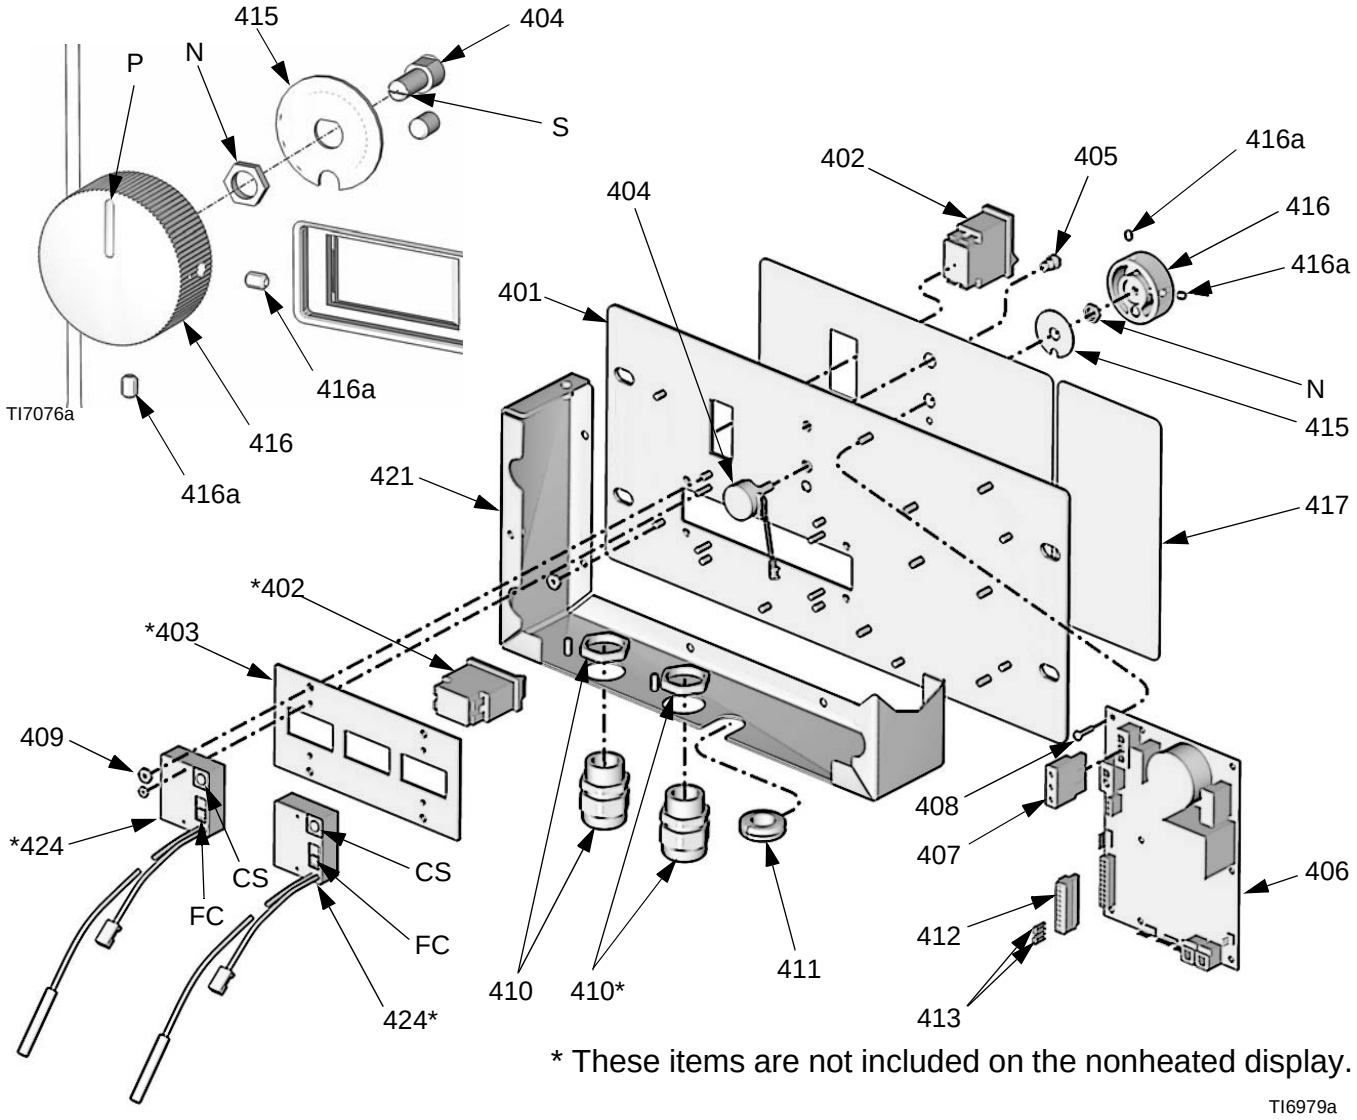
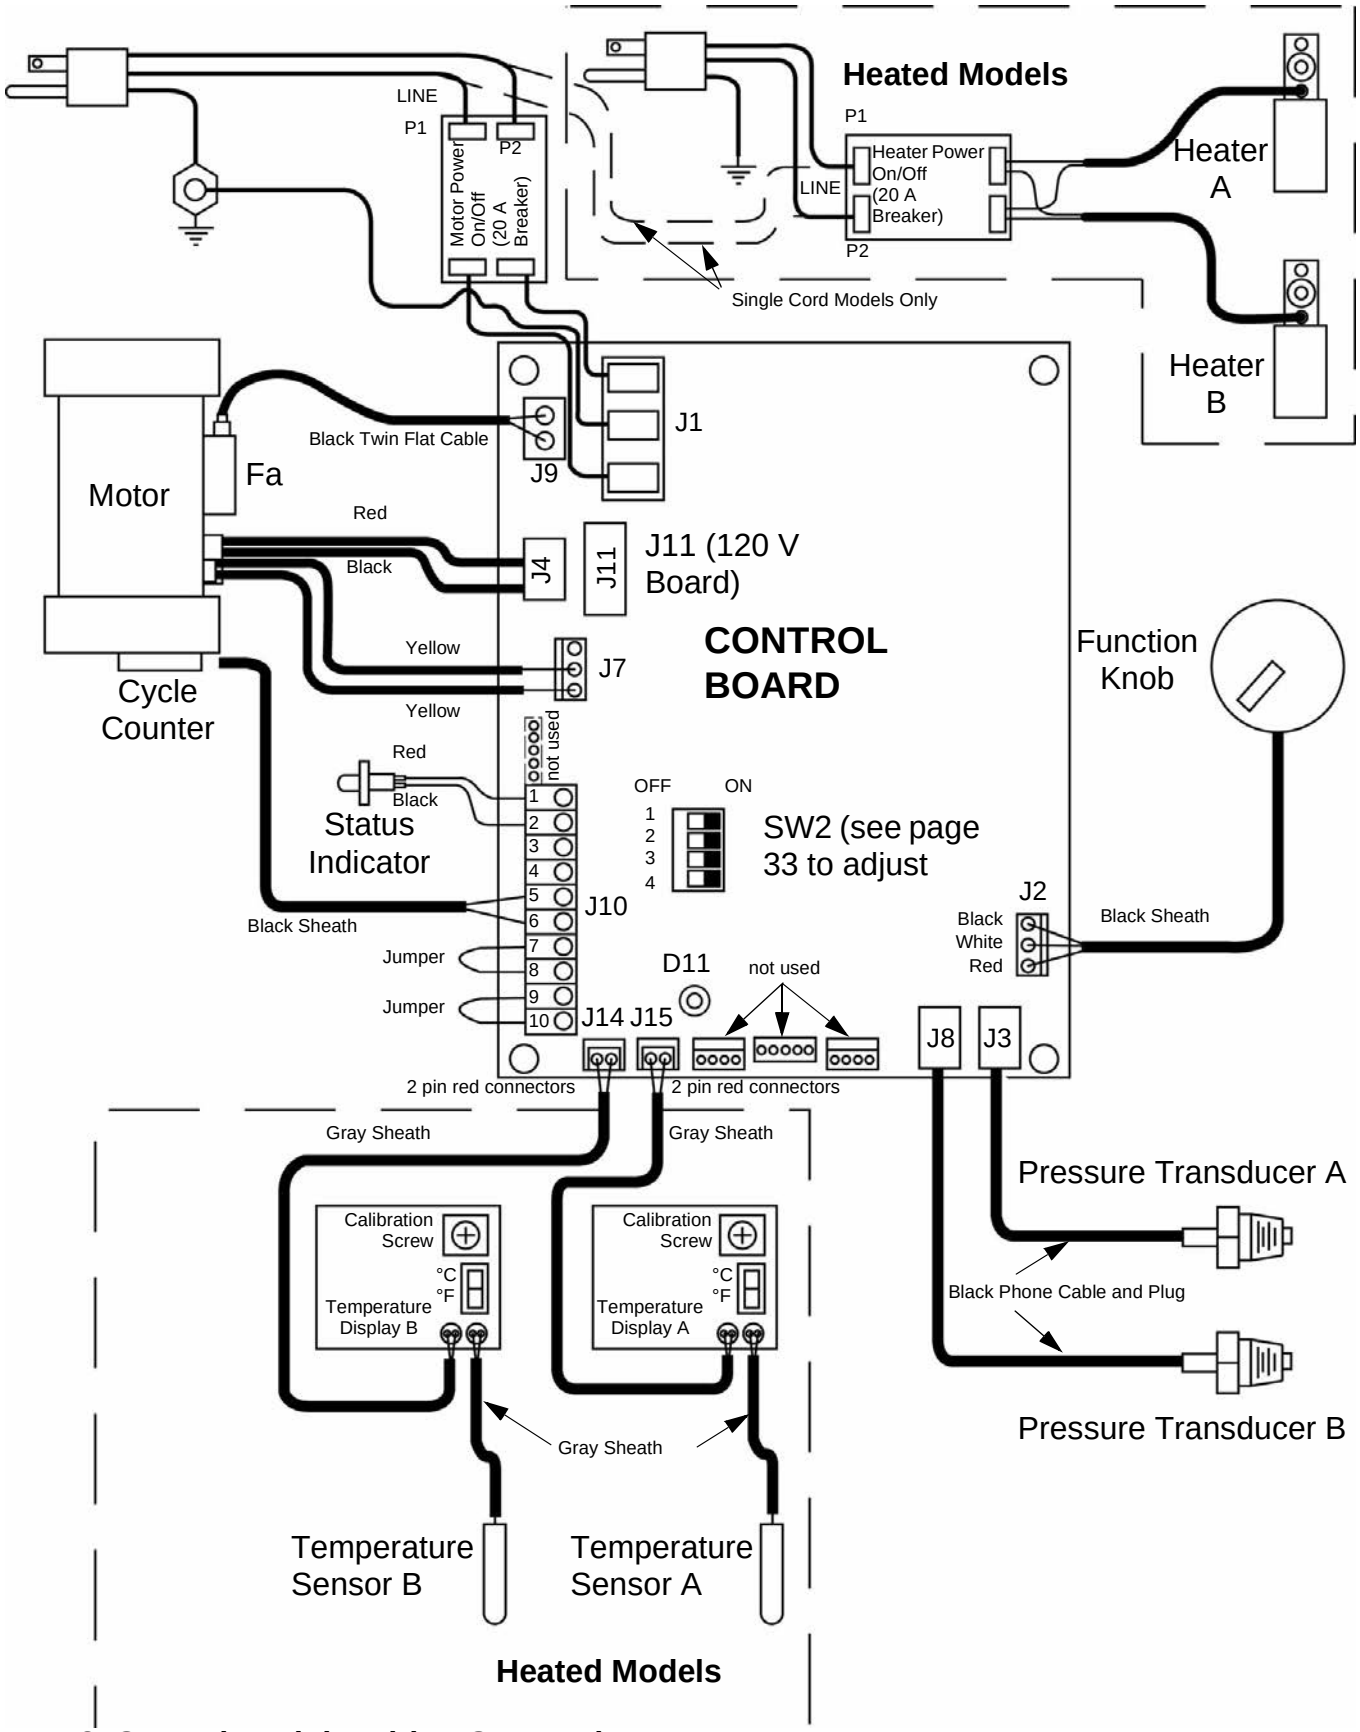

FIG. 11. Control Module (Heated Model Shown)
FIG. 12. Control Module Wiring Connections
2. Remove access cover (39) from back of control module.
3. See FIG. 11. Locate slide switch (FC) at right edge of each temperature display board. Unit is shipped set to °F (down). To change to °C, move both switches to up position.
1. Remove access cover (39) from back of control module.
2. See FIG. 11. Locate calibration screw (CS) at upper right corner of each temperature display board. Turn screw slightly to correct temperature display.
3. Disconnect potentiometer wires from J2 on control board (406). See FIG. 12.
4. See FIG. 11. Remove two setscrews (416a) and pull function knob (416) off potentiometer (404) shaft.
5. Remove nut (N, part of 404) and detent plate (415).
6. Install new potentiometer (404) in reverse order. Position potentiometer so slot (S) is horizontal. Position knob (416) so pointer (P) faces up. Install knob on shaft so slot (S) engages alignment pin in knob. Push knob onto shaft against detent spring before tightening setscrews (416a).
7. Reconnect potentiometer wires to J2 as shown in FIG. 12.
There is one red LED (D11) on the board. Power must be on to check. See FIG. 12 for location. Function is:
Table 6: Control Board Connectors (see FIG. 12)
2. Remove access cover (39) at back of control module to expose control board (406).
3. Disconnect transducer cables from J3 and J8 at board; see FIG. 12, page 48. Reverse A and B connections and check if status code follows the bad transducer, page 33.
8. Connect transducer cable at board; see FIG. 12, page 48.
If motor is not locked up by pumps, it can be tested using a 9 V battery. Open recirculating valves, disconnect J4 or J11 from control board, see FIG. 12, page 48. Touch jumpers from battery to motor connections. Motor should turn slowly and smoothly.
a. Find control board at back of control module, see FIG. 12, page 48.
1. Disconnect fan cable (37) from fan (202). With Motor Power on, test cable connector for line voltage (120 V or 240 V).
2. *If voltage is correct,* fan is defective. Remove screws holding fan to shield (206). Install new fan in reverse order.
3. *If voltage is not correct,* check fan cable connection at J9 on control board; see FIG. 12, page 48.